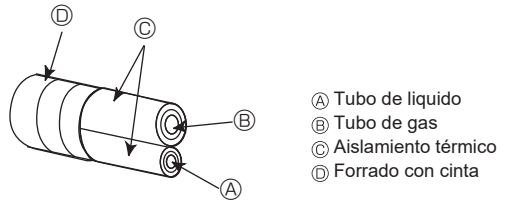

Fig. 4-6
4.3. Tubos de conexión (Fig. 4-6) (Fig. 4-7)